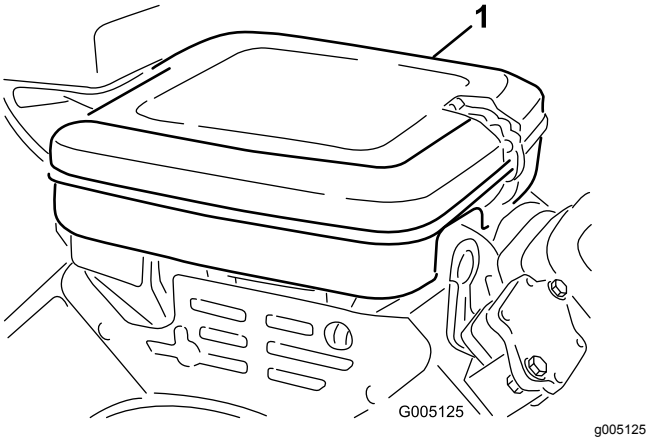

**Figur 36**
1. Rengör kåpan ordentligt (Figur 36).